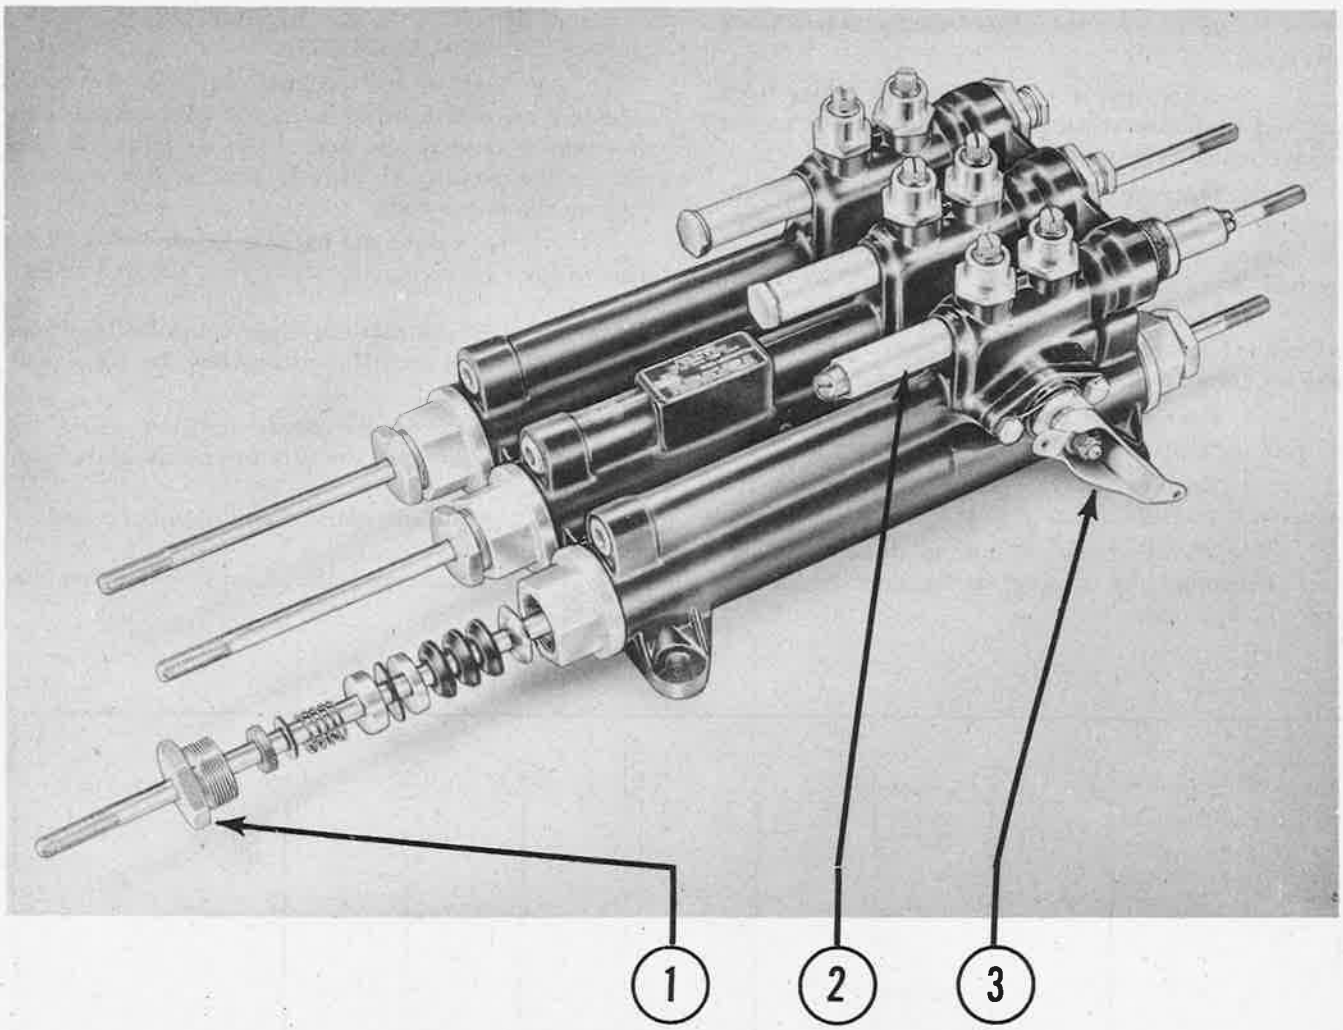

Figure 321—Servo Unit (Jack and Heintz)
(10) SERVO UNIT (HYDRAULIC SURFACE CONTROL). *(See figures 321 and 322.)*
(e) ADJUSTMENT.—The servo overpower relief valves (figure 321) should open readily without excessive manual effort to overpower the automatic pilot. On the other hand the valves should not be set so that they will open during normal flight operation or in rough air.